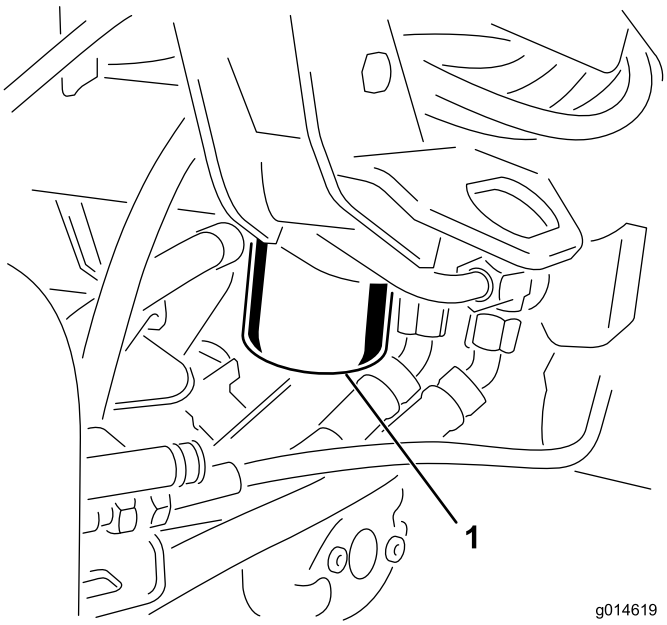

Figur 52
1. Rengør det område, hvor filteret monteres (Figur 52). Anbring en drænbakke under filteret, og afmonter filteret.